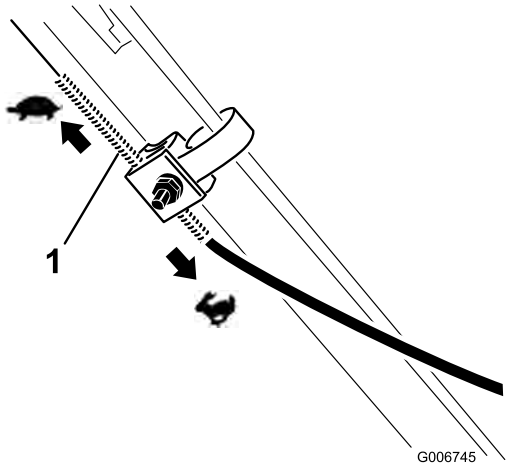

**Figur 30**
**Bemærk:** Ved at flytte kabelkappen opad mindskes hastigheden, og ved at flytte kappen nedad øges hastigheden (Figur 30).